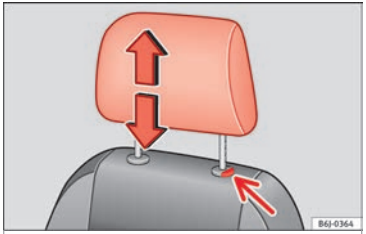

Fig. 76 Adjusting and removing the head restraints.
– Press the button ››› Fig. 76 (arrow).